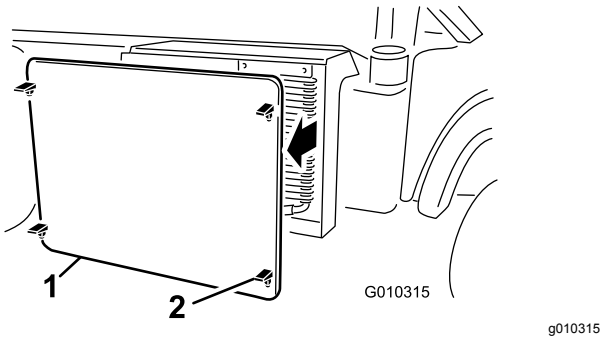

Figur 52
5. Løsne og fjern radiatorskjermen fra forsiden av radiatoren (Figur 52).